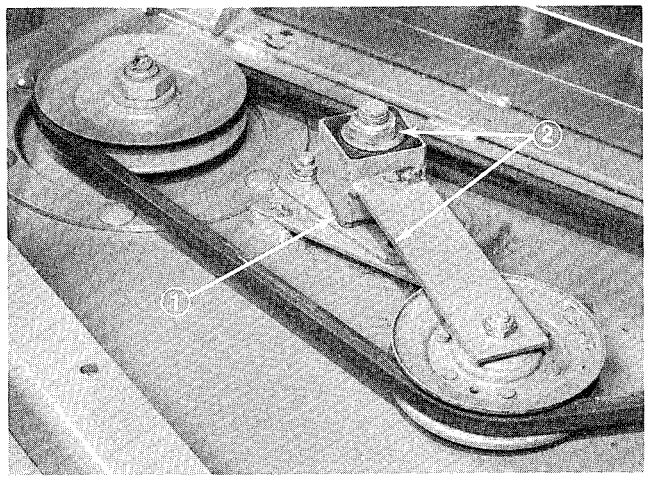

Figure 33
3. Loosen two nuts securing idler plate in place (Fig. 33) and remove old belt from pulleys.